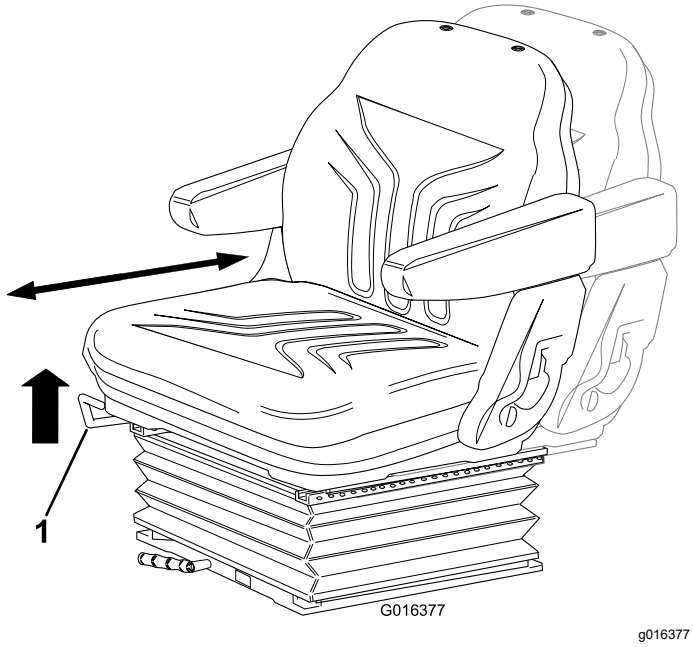

**Figur 22**
- Flyt håndtaget opad for at frem-/tilbagejustere sædets position (Figur 22).